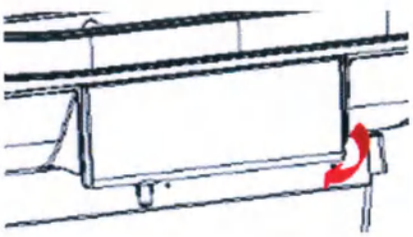
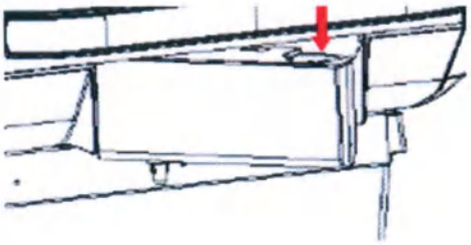

Рис. 1
Рис. 2
(1) При добавлении воды потяните за паз, обозначенный надписью «OPEN» (ОТКРЫТЬ) в правом нижнем углу резервуара, и поверните наружу по часовой стрелке (т. е. в направлении, указанном дуговой стрелкой на рис. 1), при этом максимальный угол поворота может составлять до 90°, после открытия резервуара видна каплевидная крышка резервуара над ним (т.е. область, указанная вертикальной стрелкой на рис. 2). Затем отвинтите крышку резервуара в направлении, указанном на крышке, и залейте соответствующий объем воды во входное отверстие для воды. После наполнения водой верните емкость в исходное положение, выполнив действия, указанные выше, в обратном порядке.